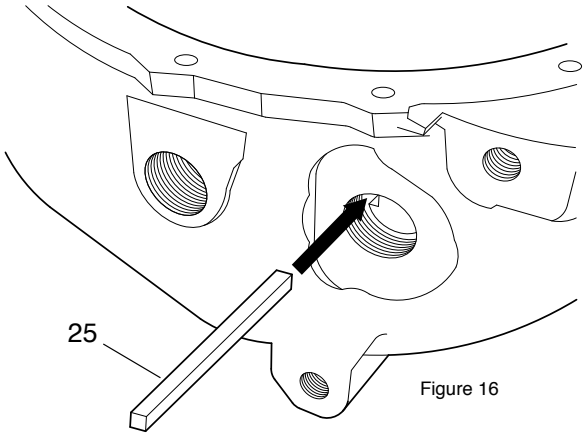

Figure 16
Insert the key #F4120917 (item 25) into the key way at the end of the direction shaft, as shown in figure 16. Use a screwdriver to push the key inside (item 25). The key must be flush with the fork (see item 25 in figure 20)